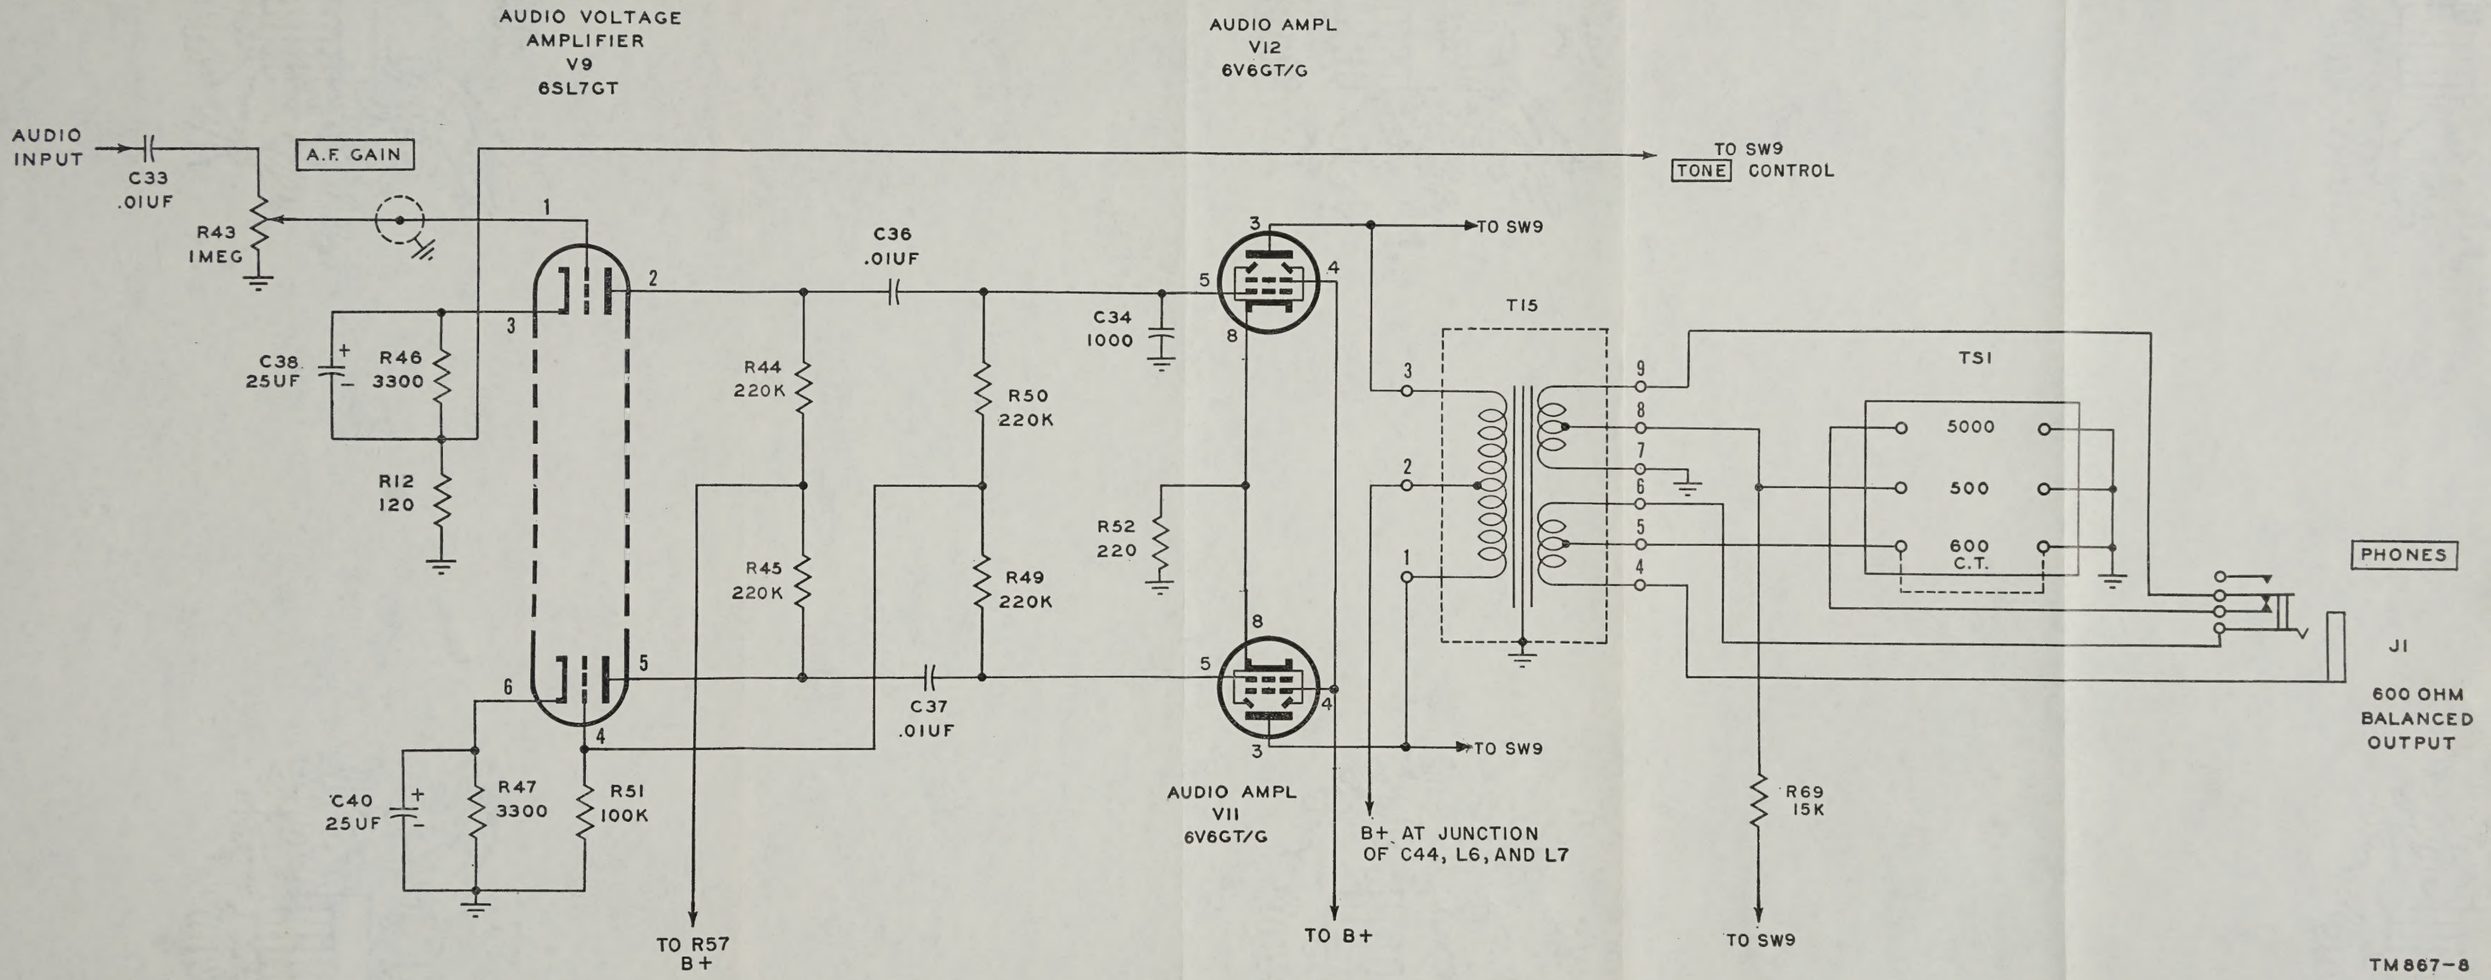
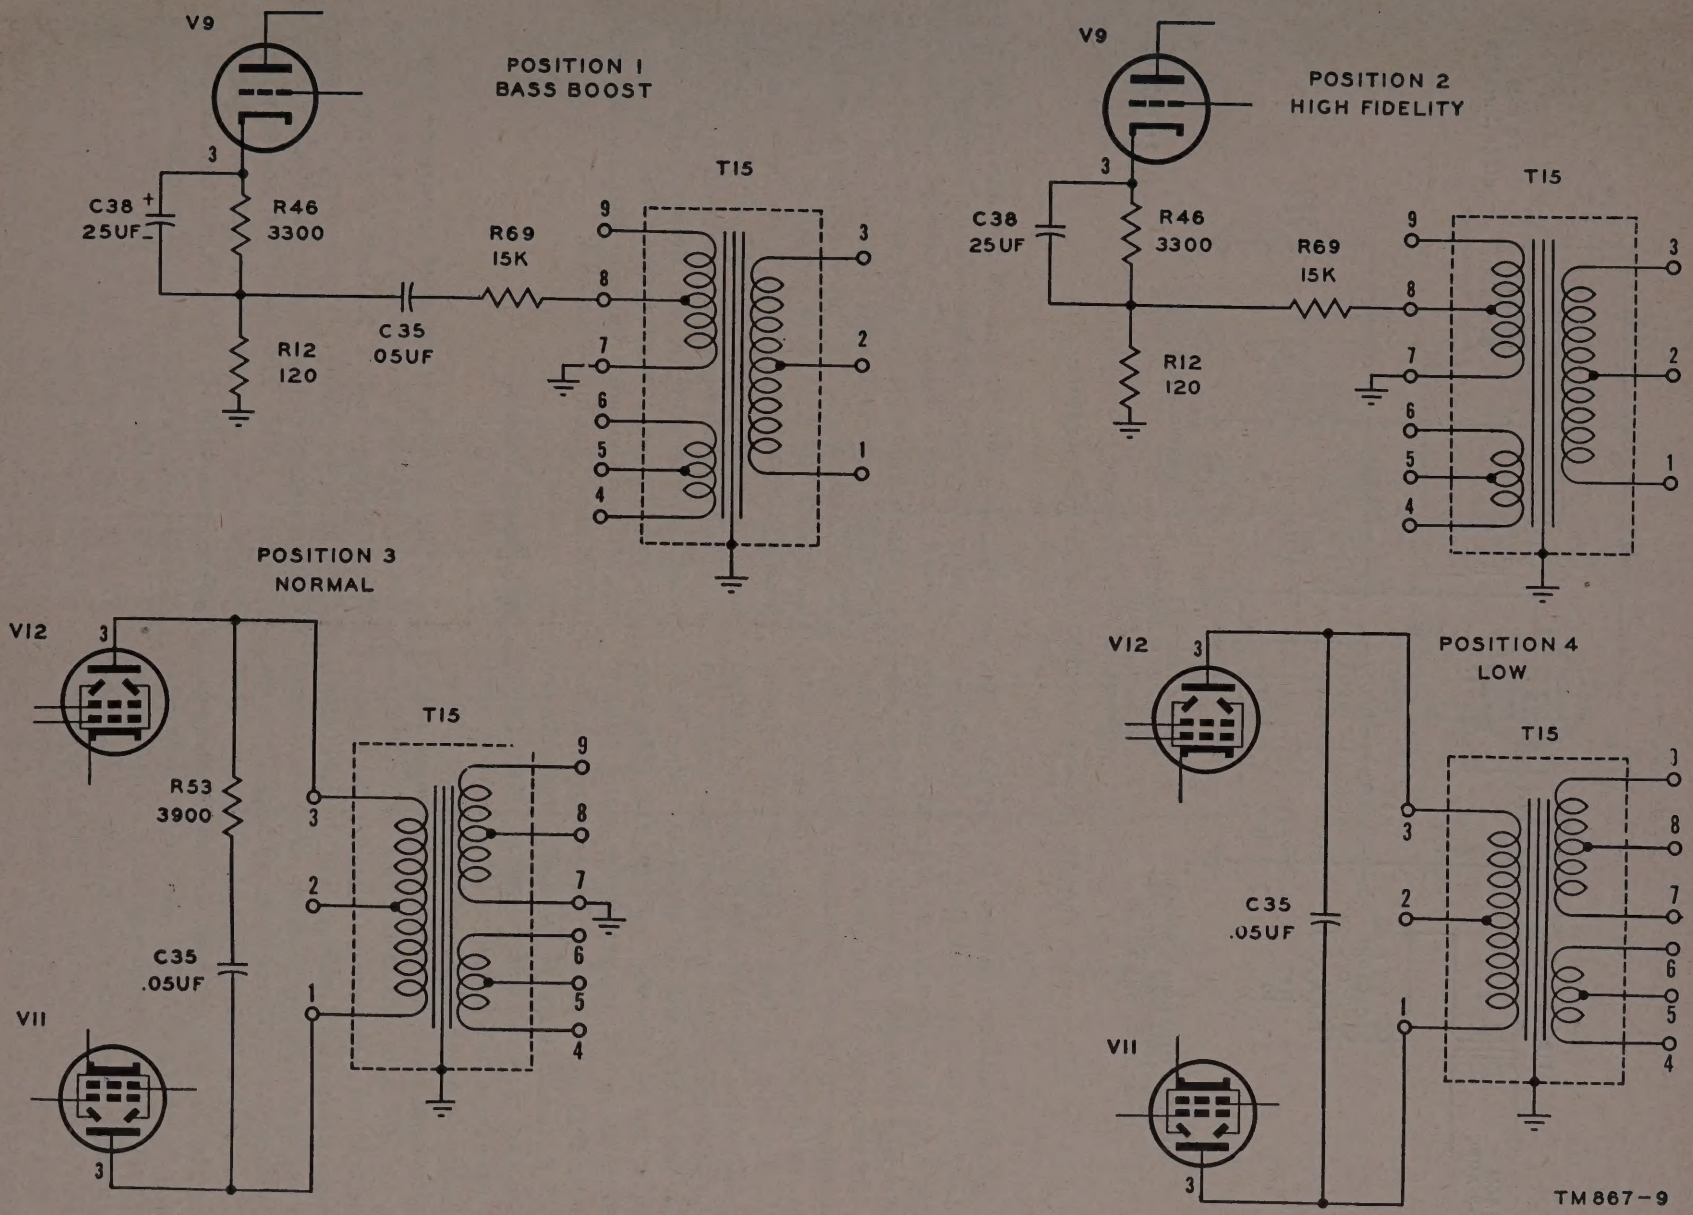

*Figure 18. Radio Receiver BC-787-C, audio amplifier schematic*
*Figure 20. Radio Receiver BC–787–C, tone control, simplified schematic.*
(figs. 18 and 19)
*b.* Refer to figures 20 and 30. In Radio Receiver BC–787–C, cathode (pin 6) resistor R47 is bypassed by capacitor C40, and cathode (pin 3) resistor R46 is bypassed by capacitor C38 with unbypassed resistor R12 completing the cathode-biasing resistance for this triode section of tube V9 (fig. 18). The feedback action in the C model differs from that in the B model in that feedback exists only when TONE switch SW9 is in positions 1 and 2. In position 1 (fig. 20), capacitor C35 and resistor R69 are in series with terminal 8 on transformer T15; in position 2, resistor R69 is alone in the circuit. In the C model, the signal is coupled to the grids of tubes V11 and V12 through capacitors C36 and C37. Resistors R53 and R69, with capacitor C35, control the audio tone from bass boost to h-f cutoff through the medium of TONE switch SW9. Refer to figure 20.